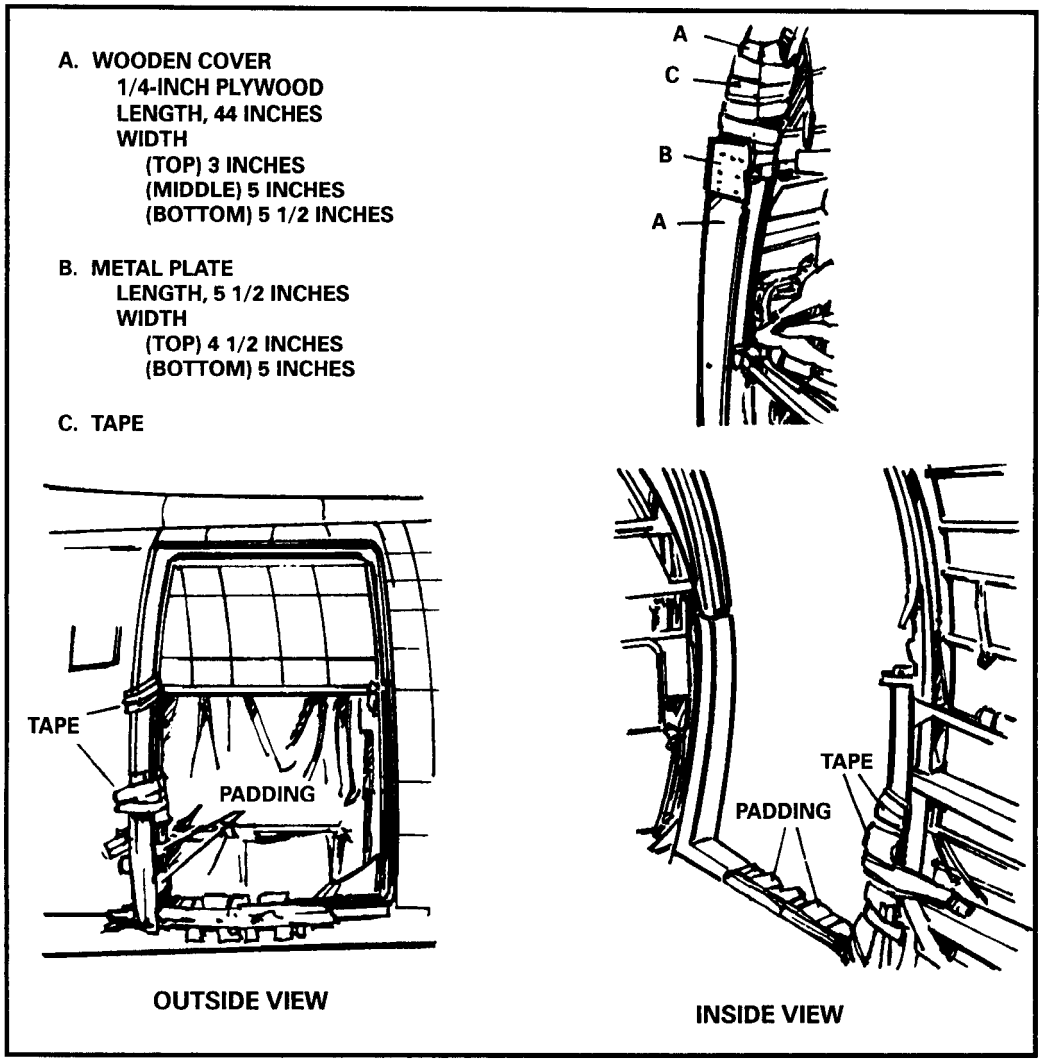

Figure 18-7. CH-46 door frame preparation.
(2) One ¼-inch or 3/8-inch steel cable, 260 inches in length, is installed with four clamps, lock washers, and bolts.
(3) Two 2-by 4-by 6-inch wooden blocks are placed between the anchor line cable and floor, and a clevis assembly (G-13, for use as a static line snap hook stop) is attached to the tie-down ring at station number 190 (door jump).
(4) Excess slack is removed from the anchor line cable.
(5) The personnel door is removed, and a plywood cover is installed over the aft side of the door frame and secured with a metal plate. The bottom and aft edges of the door frame are padded and taped (Figure 18-7).
(6) When jumping from the ramp, the jumpmaster installs the anchor line cable as described previously, except that it is on the port side and the G-13 clevis (for the static line snap hook stop) is on the tie-down ring at station number 390.
(7) Parachutes must be equipped with a 5-foot static line extension (MN 1670-00-368-4225).